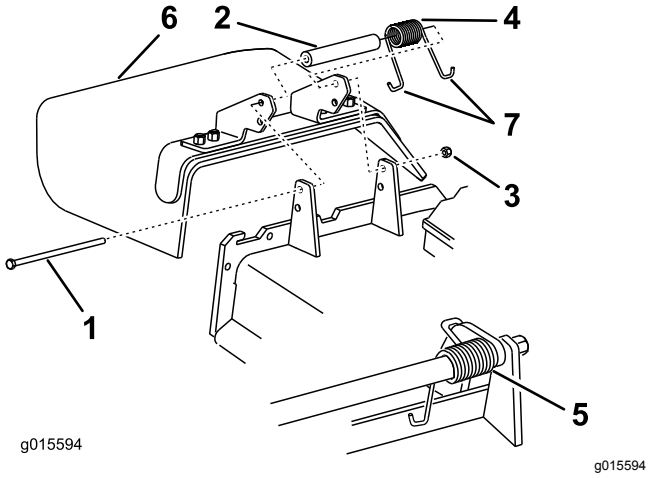

Figur 122
1. Fjern låsemutteren, bolten, fjæren og avstandsstykket som holder avlederen festet til svingbrakettene (Figur 122).
2. Fjern den skadde eller slitte gressavlederen (Figur 122).
Merk: Påse at J-krokenden av fjæren er montert bak kanten på klippeenheten før du monterer bolten som vist i Figur 122.
6. Plasser én J-krokende rundt gressavlederen (Figur 122).